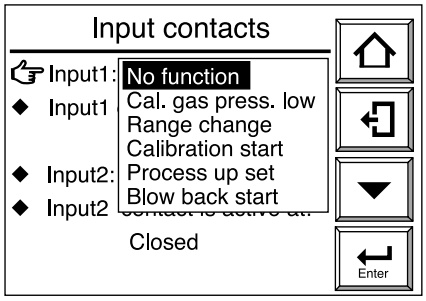

Figura 8.12 Display Contatti d'ingresso
(5) Selezionare Input1 in tale display. Viene visualizzato il display Input contacts illustrato nella figura 8.12.
(6) Selezionare Calibration start.
(7) Selezionare Input1 "closed." Viene quindi visualizzato il display di selezione Aperto o Chiuso.
(8) Scegliere Open.